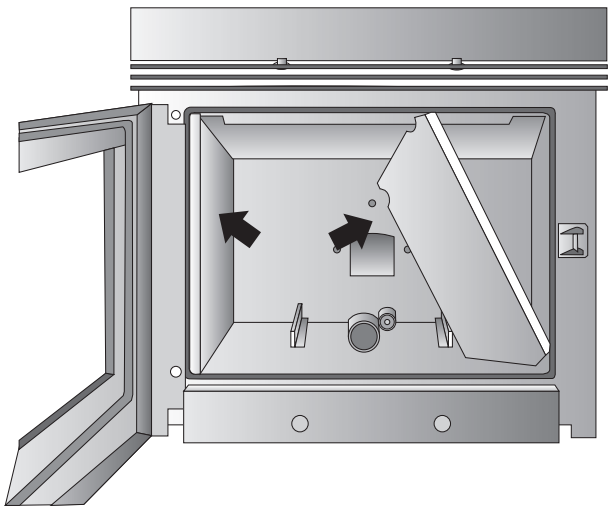

Fig. 20: remoção das anteparas laterais
• Retire a lingueta que suporta a parede interior e extraia-a com cuidado juntamente com as duas paredes laterais (Fig. 20);